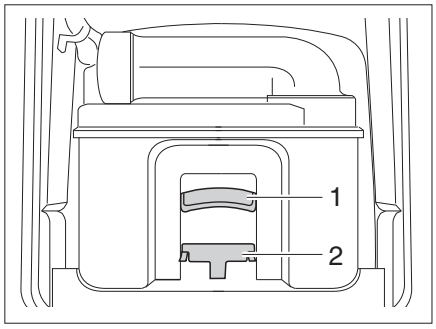

Fig. 145 Thetford cassette
- Pull the retaining clip (Fig. 145,2) forward to unlock the toilet cassette and pull out the cassette at the handle (Fig. 145,1).